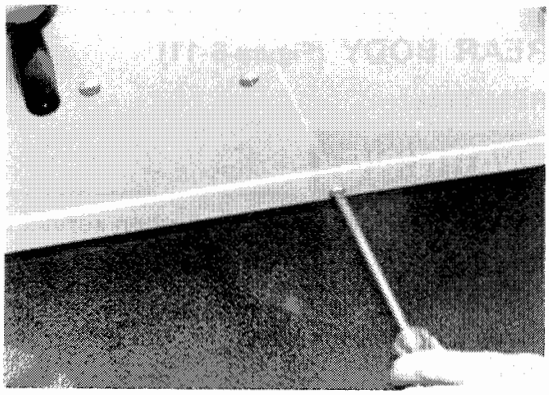

Figure 5-13
3. Remove two screws (15) located at rear **(Figure 5-13)**.
2. Loosen 2 bolts in rear body kick plate **(Figure 5-13)** and remove rear edge of floormat from between rear body and floor panel.